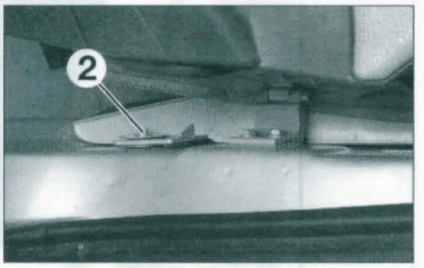

FIGURE 11-5
• Déposer la vis de fixation sur le pied de caisse (2) **(figure 11-5)**.